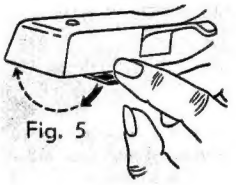

Fig. 5
2.15 Abtaststift einstellen mit Hebel am Abtastsystem für alle Mikro- und Stereorillen-Platten auf 16, 33, 45 (rote Seite nach oben) und für alle Normalrillen-Platten auf 78 (grüne Seite nach oben) (Fig. 5).
2.15 Set stylus with lever on cartridge for all micro- and stereo-groove records on 16, 33, 45 (red side upwards) and for all standard-groove records on 78 (green side upwards) (Fig. 5).